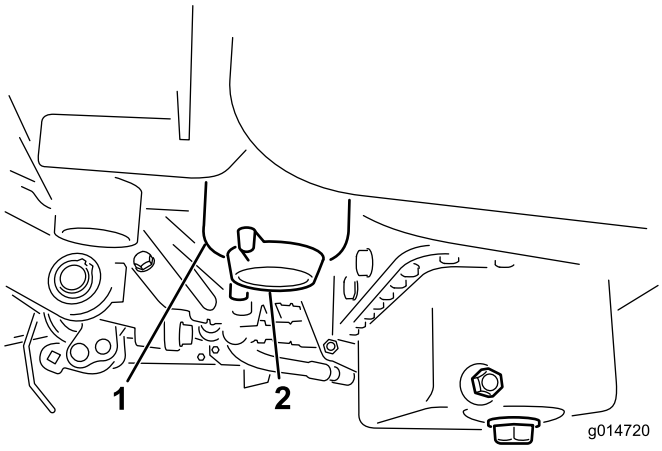

**Figur 34**
3. Öppna avtappningspluggen på bränslefiltret cirka ett varv och töm ut eventuellt ansamlat vatten (Figur 34). Dra åt pluggen efter tömningen.